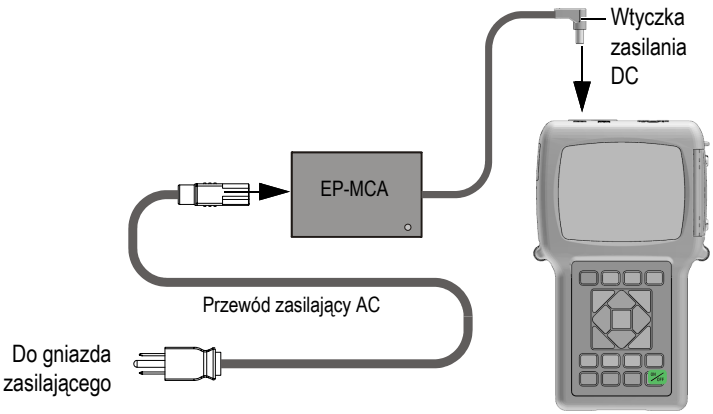

Rysunek 2-2 Podłączanie ładowarki/zasilacza
1. Podłącz przewód zasilania AC do ładowarki/zasilacza (P/N: EP-MCA [U8767042]) oraz do odpowiedniego gniazda zasilającego (patrz Rysunek 2-2 na stronie 52).